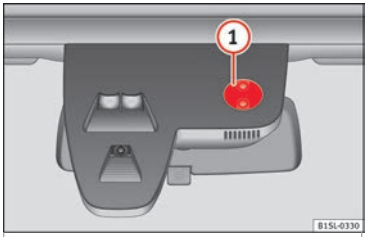

Fig. 115 Reference surface of the rain sensor.
Some examples of possible causes of malfunctions and mistaken readings *in the area of reference surface* ››› Fig. 115 (1) of the rain and light sensor: